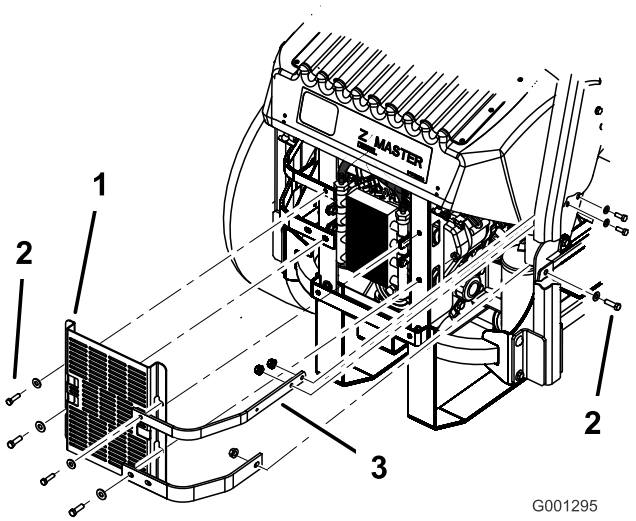

Figuur 66
3. Verwijder de 4 bouten waarmee het scherm van de oliekoeler is bevestigd aan het achterframe (Figuur 66).
4. Verwijder de 3 bouten waarmee de beugels van de motor zijn bevestigd aan de zijkant van de machine (Figuur 66).
12. Monteer het scherm van de oliekoeler en de beugels van de motor aan het achterframe met de 4 bouten die u eerder hebt verwijderd (Figuur 66).
13. Monteer de beugels van de motor aan de zijkant van de machine (Figuur 66).